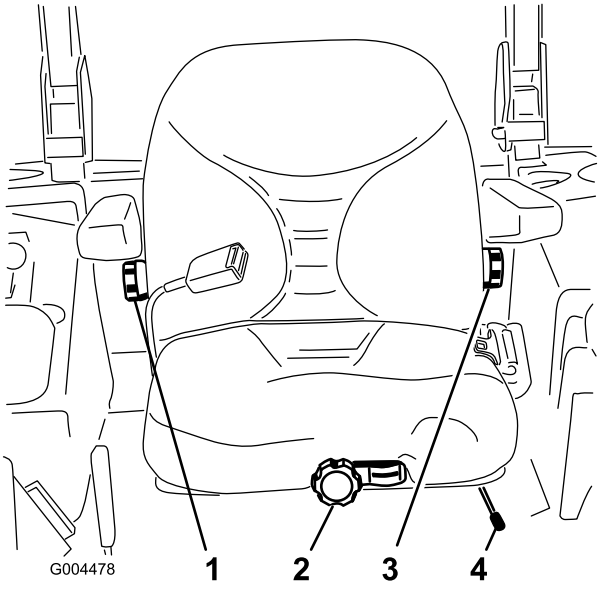

Figuur 32
1. Om de bestuurdersstoel in te stellen, moet u de instelhendel zijwaarts bewegen. Hiermee ontgrendelt u de stoel (Figuur 32).
Om de stoel te verstellen, draait u de knop in een van beide richtingen voor de meest comfortabele positie (Figuur 32).
Om de rugleuning te verstellen, draait u de knop onder de rechter armsteun in een van beide richtingen om de meest comfortabele positie te verkrijgen (Figuur 32).
Om de rugleuning te verstellen, draait u de knop onder de linker armsteun in een van beide richtingen om de meest comfortabele positie te verkrijgen (Figuur 32).